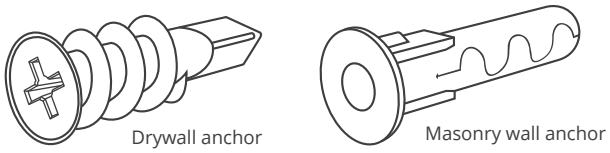

Fig. 2
2. Screw the anchors (Fig. 2) into wall at the marked locations. The distance from the top screws to the floor should be approx. 19" to 21" (48cm to 53cm). If a stud is in the way, do not use the drywall anchor supplied, just drive supplied mounting screw directly into the stud. For masonry walls, use the masonry wall anchors provided and drill a 4.5mm (3/16inch) hole using a masonry drill bit (not supplied).